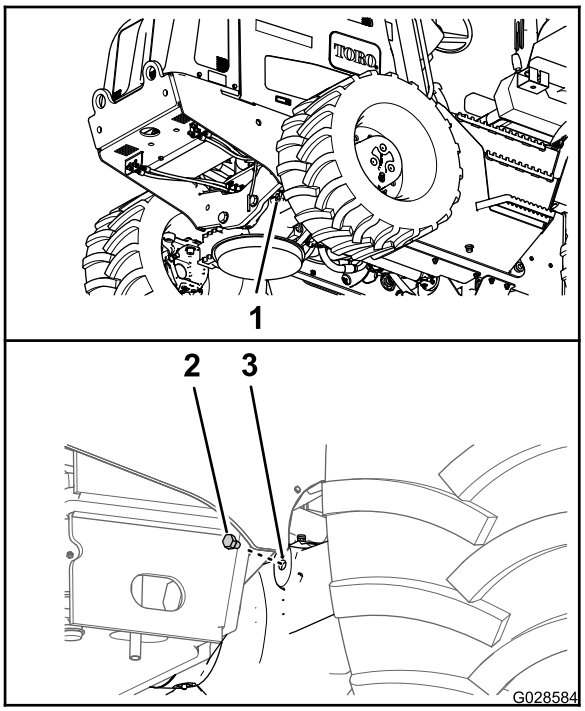
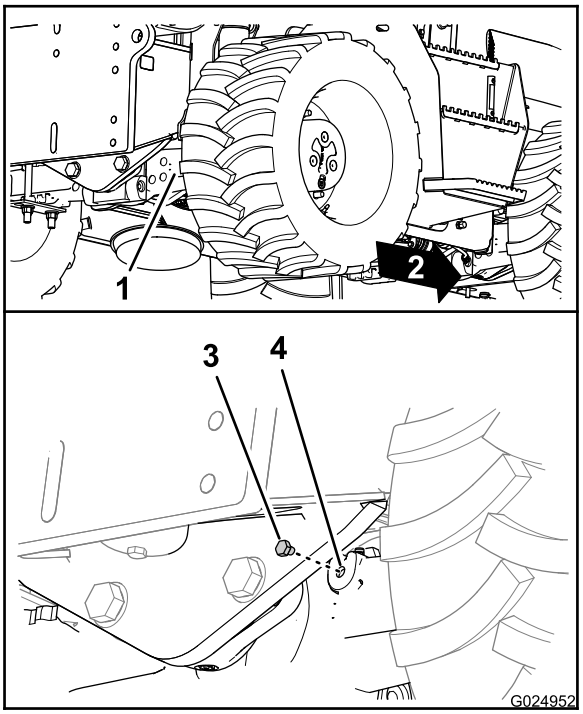

Figura 85
Figura 86
2. Rimuovete i tappi spia dal relativo foro nell'alloggiamento del pignone dell'assale (Figura 85 e Figura 86).
3. Guardate attraverso il foro del tappo spia e controllate che il livello dell'olio nell'assale raggiunga la base della filettatura del foro (Figura 85 e Figura 86).
6. Montate il tappo spia nel relativo foro nell'alloggiamento del pignone dell'assale (Figura 85 e Figura 86).